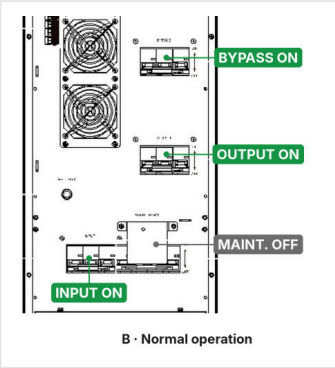
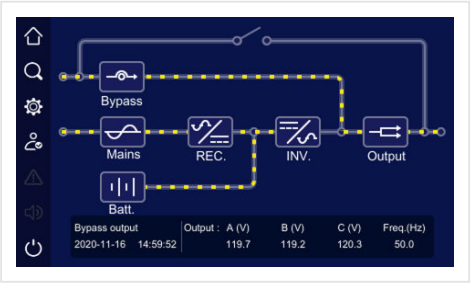

FIGURE 6-2 B — normal operation
FIGURE 6-4 Step 2 — bypass output
2. Close the **INPUT**, **BYPASS** and **OUTPUT** breakers on the rear panel (Figure 6-2). Close the DC breaker of the external battery cabinet, if any. The touchscreen lights; after initialization the bypass feeds the output (Figure 6-4).
1. Check that the UPS is in normal mode (Figure 6-2) and the bypass icon is not red.
4. Refit the cover of the **MAINTENANCE** breaker (Figure 6-2).